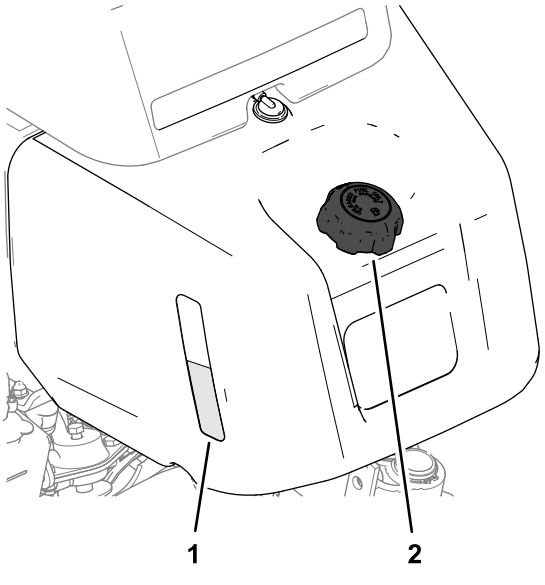
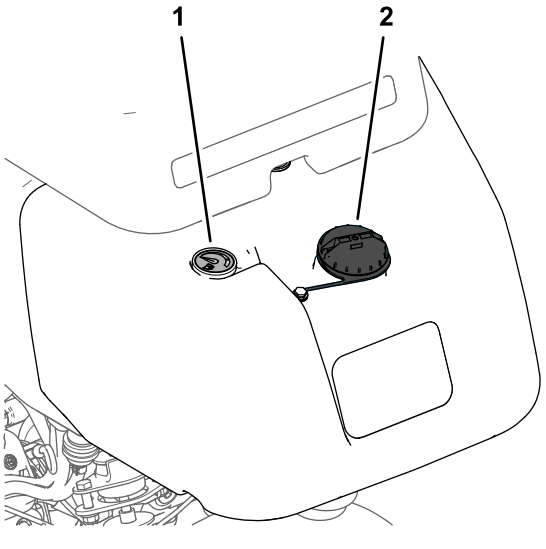

Figur 22
Figur 23
1. Gör rent runt tanklocket och ta bort det (Figur 22 eller Figur 23).